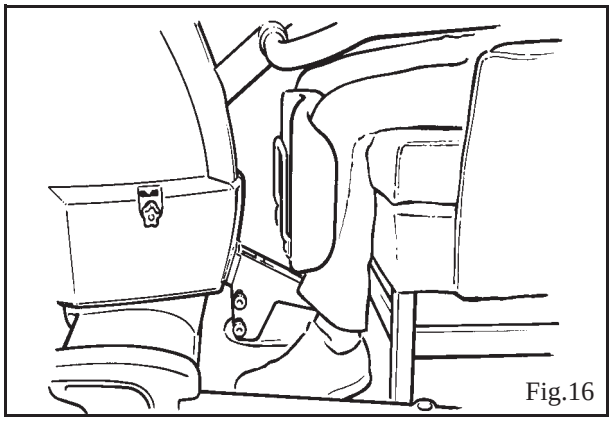

Fig.16
6. Pousser doucement le verticalisateur plus près afin que la partie inférieure des jambes entre entièrement en contact avec le Proactive Pad. (Voir Fig. 16)